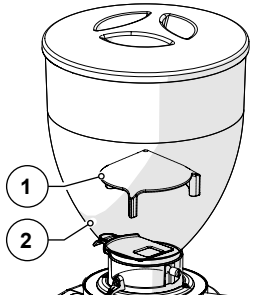

Рис. 4
- **Защита пальцев на бункере для подачи кофе (Рис. 4)**